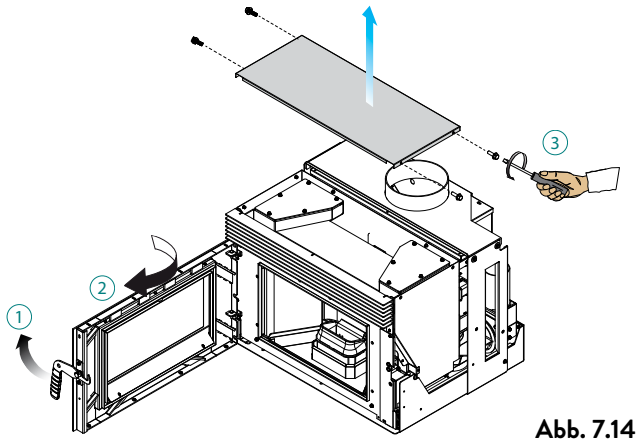

Abb. 7.14
A) Abrir la puerta (1), exponer el panel superior (2), desatornillar y retirar el panel superior (3) (Fig. 7.14)